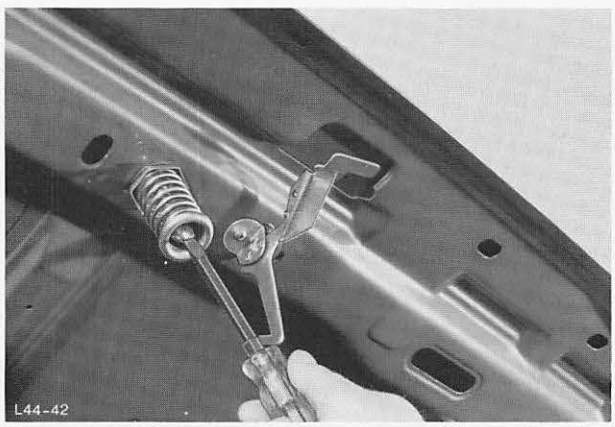

Abb. 37 Haubenschließdorn einstellen
6. Schließdorn anbauen und einstellen, Abb. 37. Schließdorn so einstellen, daß dieser in die Schenkelfeder (Haubenschloß) voll einrastet und die Haube zu den Kotflügeln bündig ist. Eventuell Gummipuffer-Haubenauflage in der Höhe entsprechend verstellen, Abb. 38.